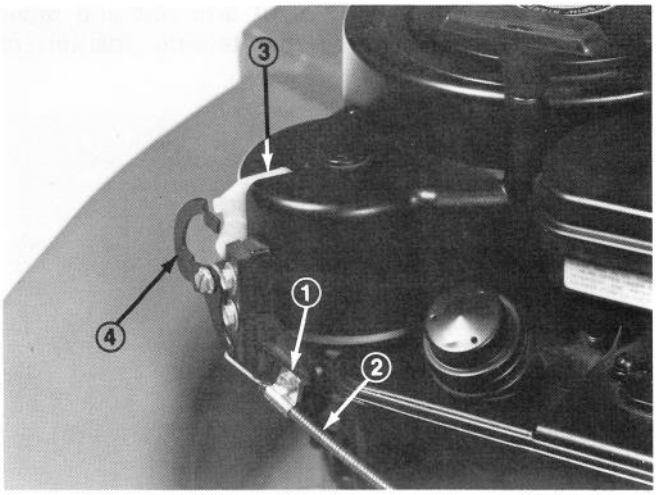

Figure 47
4. Loosen cable clamp screw until cable is free to slide (Fig. 47).